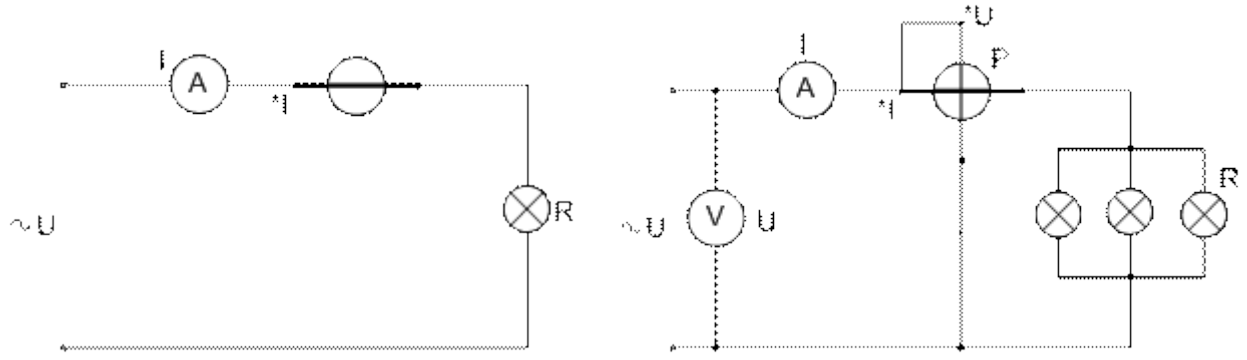

Рис. 1.2. Электрическая цепь: *а* – первый этап; *б* – второй этап
1. Собрать электрическую схему в соответствии с рис. 1.2: